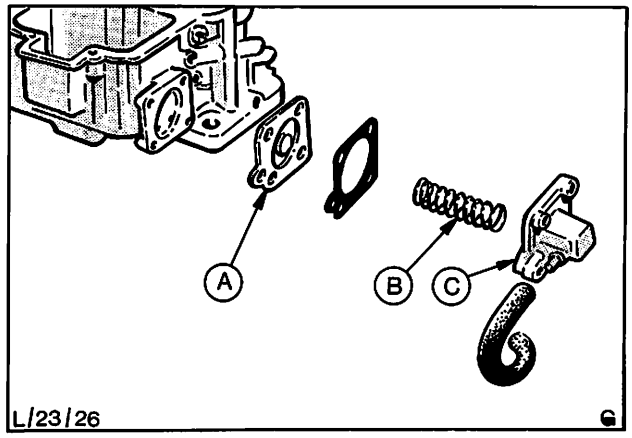

Abb. 68 Unterdruck-Einspritzvorrichtung zerlegt
14. Wo zutreffend, Einzelteile der Unterdruck-Einspritzvorrichtung nach der in Abb. 68 gezeigten Reihenfolge einbauen.